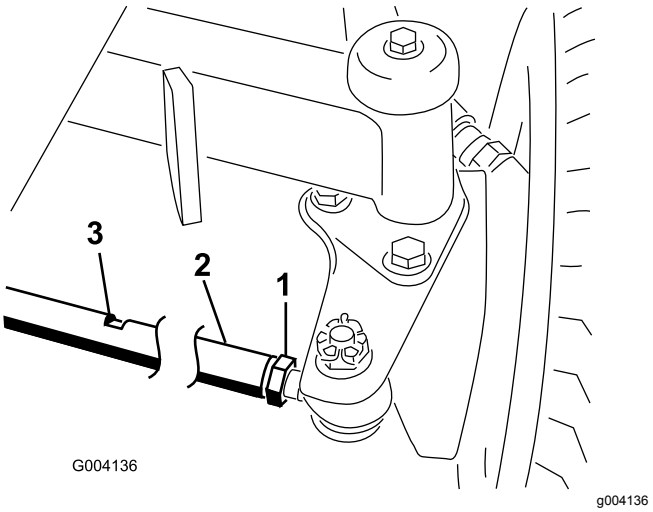

Figur 64
2. Løsn kontramøtrikken for hver ende af forbindelsesstangen (Figur 64).